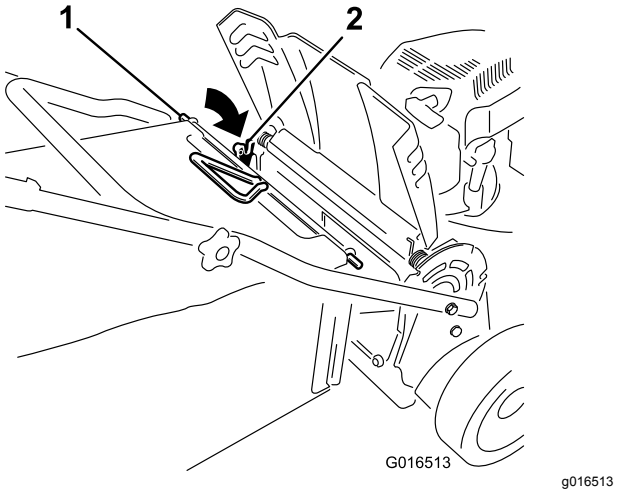

Figuur 27
3. Breng de grasvangerstang aan in de inkepingen onderaan de handgreep en schud de grasvanger heen en weer om zeker te zijn dat de stang helemaal in de beide inkepingen zit; zie Figuur 27.